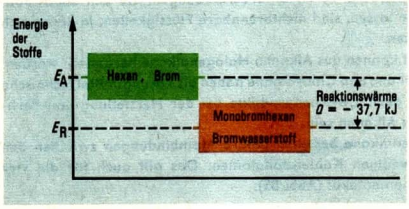

Abb. 84 Energiediagramm zur chemischen Reaktion von Brom mit Hexan
Neben Bromwasserstoff entsteht Monobromhexan. Dabei wird Wärme abgegeben (Abb. 84). Der Name gibt an, daß in jedem Molekül des Stoffes ein Bromatom enthalten ist. ①